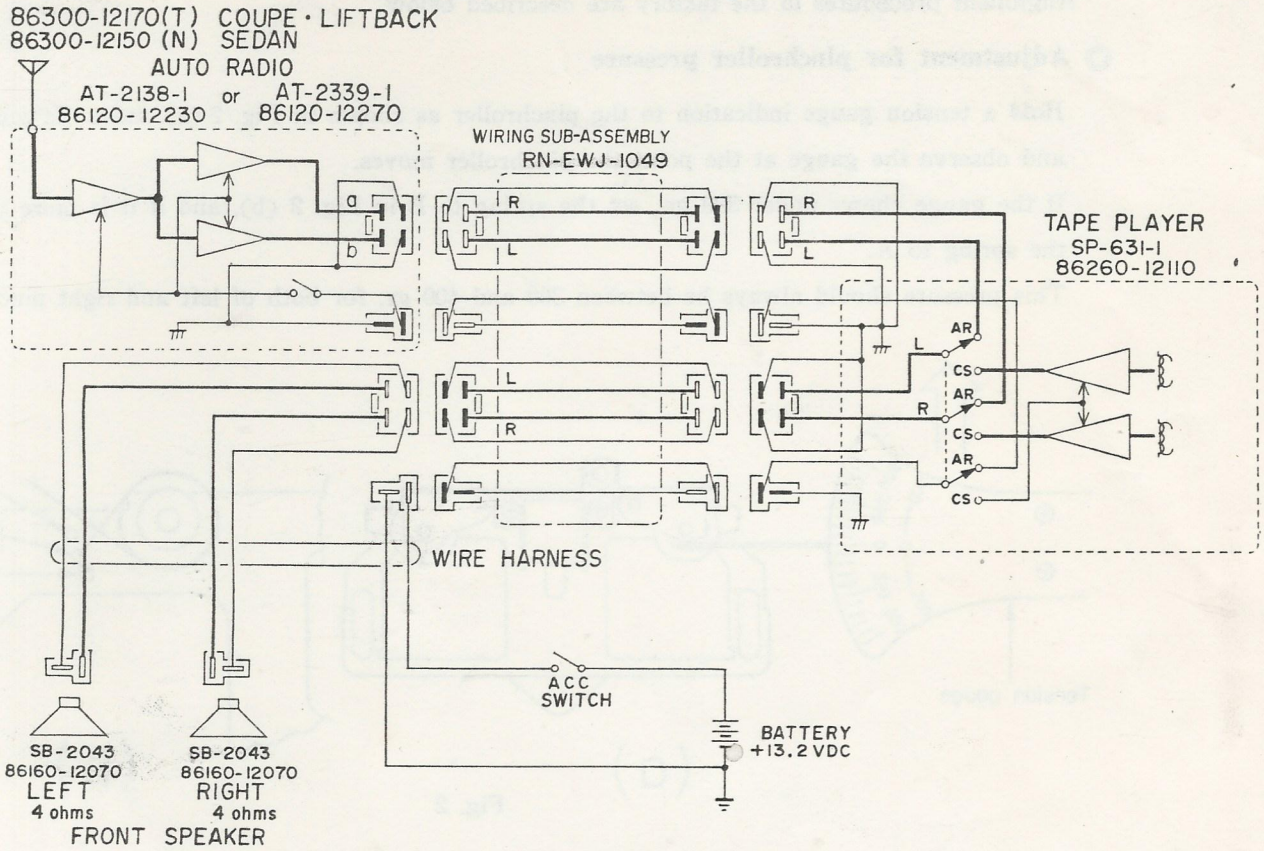

Fig. 1
2. Connection of auto radio drawn in Fig. 1 is for 86120-12270 (AT-2339-1 AM/FM stereo radio). In case that 86120-12230 (AT-2138-1A AM radio) is connected, the speaker terminals (a,b) of the output connector are shorted and if the car stereo 86260-12110 (SP-631) is connected to 86120-12230 (AT-2138-1A AM radio), output of the auto radio is delivered to both L and R speaker for their operation.